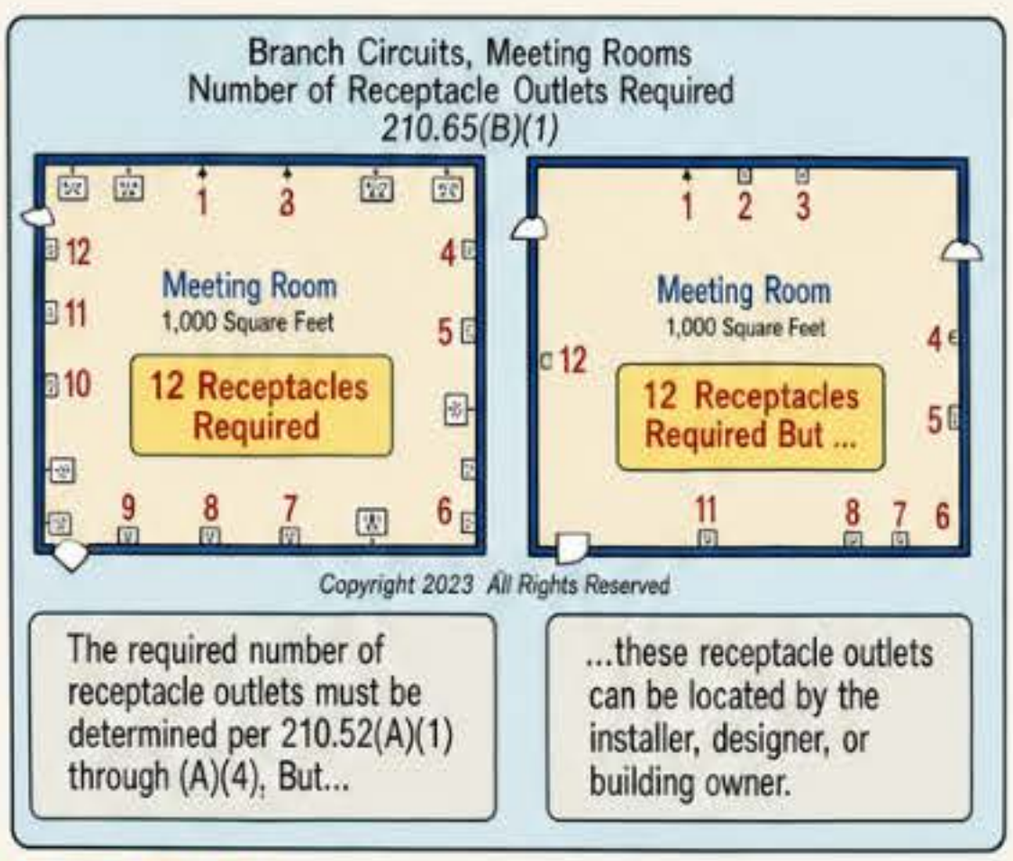

Figure 210–110
(2) A meeting room with any floor dimension 12 ft or greater in any direction and has a floor area of at least 215 sq ft must have at least one *floor receptacle outlet* or *floor outlet* to serve a *receptacle(s) located not less than 6 ft from any fixed wall for each 215 sq ft or major portion of floor space.* Figure 210–111